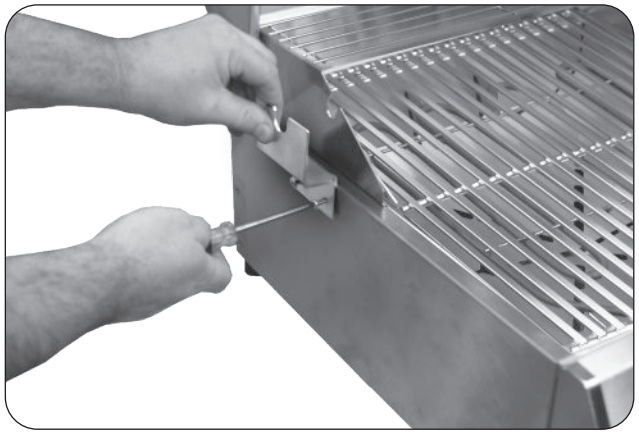

**Fig. 13-4** Install bracket (if equipped)
3. Align the holes of the rotisserie bracket with the exposed screw holes on the grill. Using the screws from step 1, fasten the bracket to the grill (see Fig. 13-4).